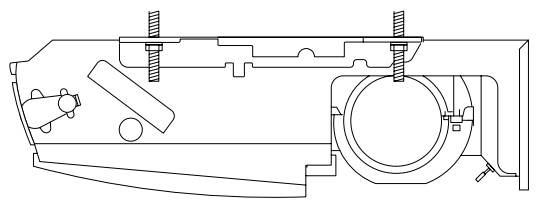

**Fig. 3-47**
c) Tighten the 2 hexagonal nuts on each suspension bolt to suspend the indoor unit as shown in Fig. 3-47.